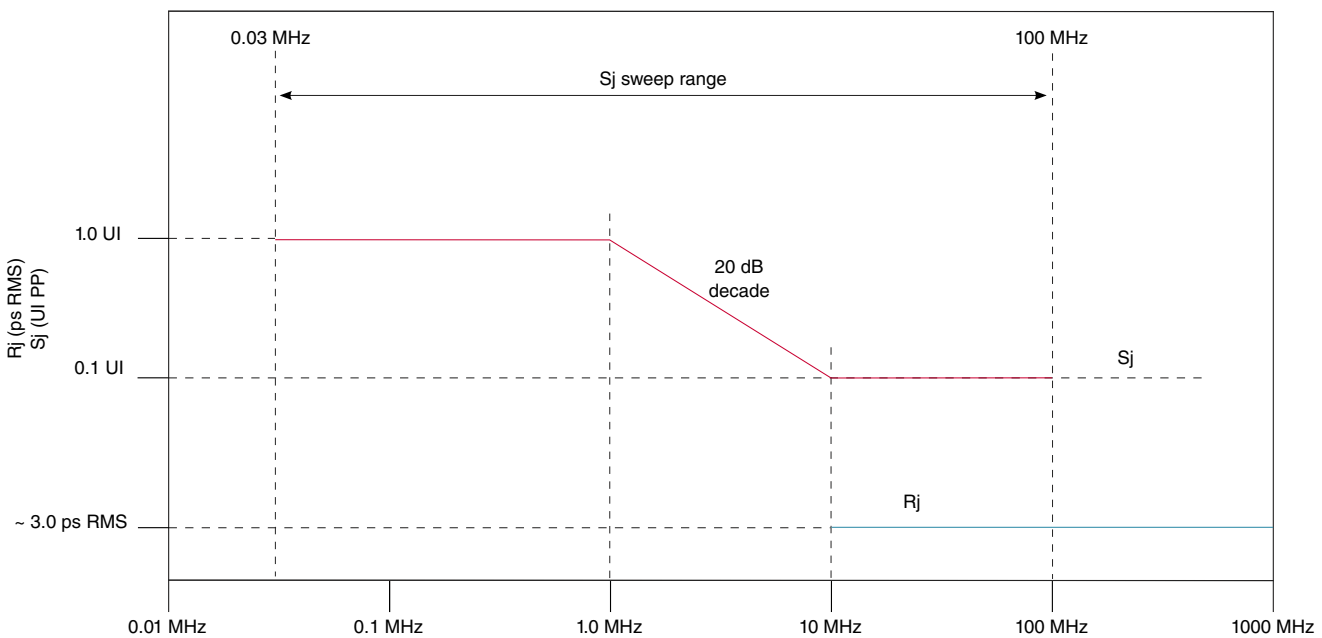

Figure 75. Swept sinusoidal jitter mask
3. The sinusoidal jitter in the total jitter tolerance may have any amplitude and frequency as shown in Figure 75.
4. Random jitter (Rj) is applied over the following range: The low frequency limit may be between 1.5 and 10 MHz, and the upper limit is 1.0 GHz. See Figure 75 for details. Rj may be adjusted to meet the 0.3 UI value for $T_{RX-SV-8G}$.